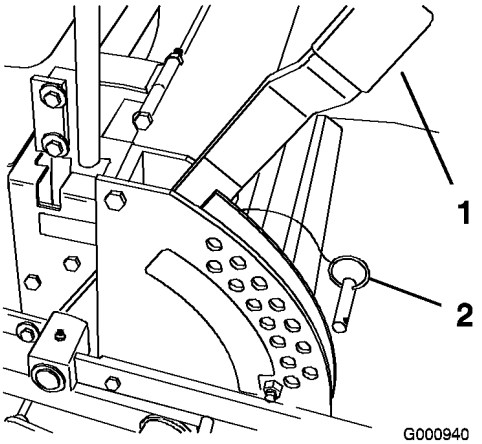

Figur 17
1. Flytt klippehøydespaken til transportstillingen (samme som klippehøyden på 127 mm) (Figur 17).
2. For å justere fjerner du hårnålssplinten og splittpinnen fra klippehøydebraketten (Figur 17).
3. Velg det hullet i klippehøydebraketten som svarer til ønsket klippehøyde, og sett inn splittpinnen (Figur 17).